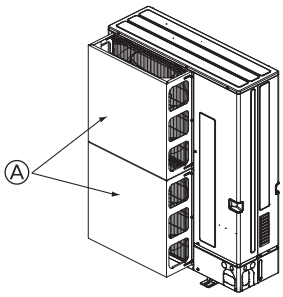

Fig. 12-1-2a
① Install an optional air guide if the unit is installed in a location where strong winds from a typhoon, etc. may directly enter the air outlet. (Fig. 12-1-2a)